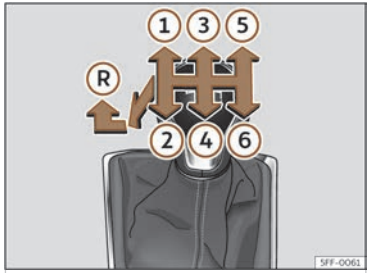

Abb. 125 Schaltschema eines 6-Gang-Schaltgetriebes.
Auf dem Schalthebel sind die Positionen der einzelnen Fahrgänge dargestellt ››› **(Abb. 125)**.
- Schalthebel in die Neutralstellung bringen und nach unten drücken. Schalthebel ganz nach links und dann nach vorn in die Rückwärtsgangposition schieben ››› **(Abb. 125)** Ⓡ.